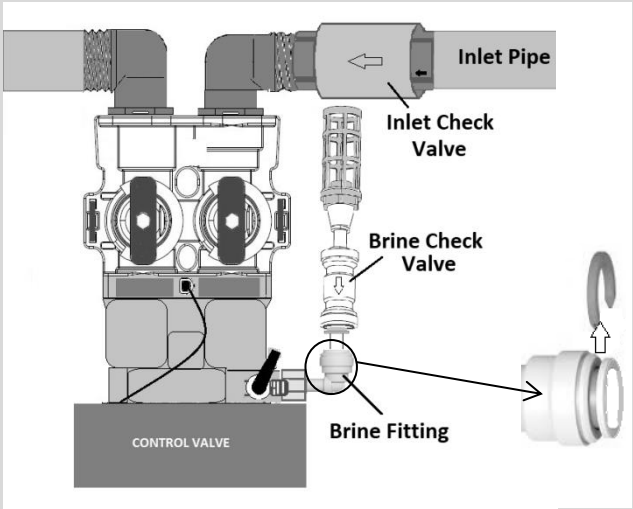

Fig 6
- Use thread tape on the inlet fitting and attach the INLET CHECK VALVE on this fitting (**Fig 6**) with arrow marked on the check valve pointing towards the bypass valve.